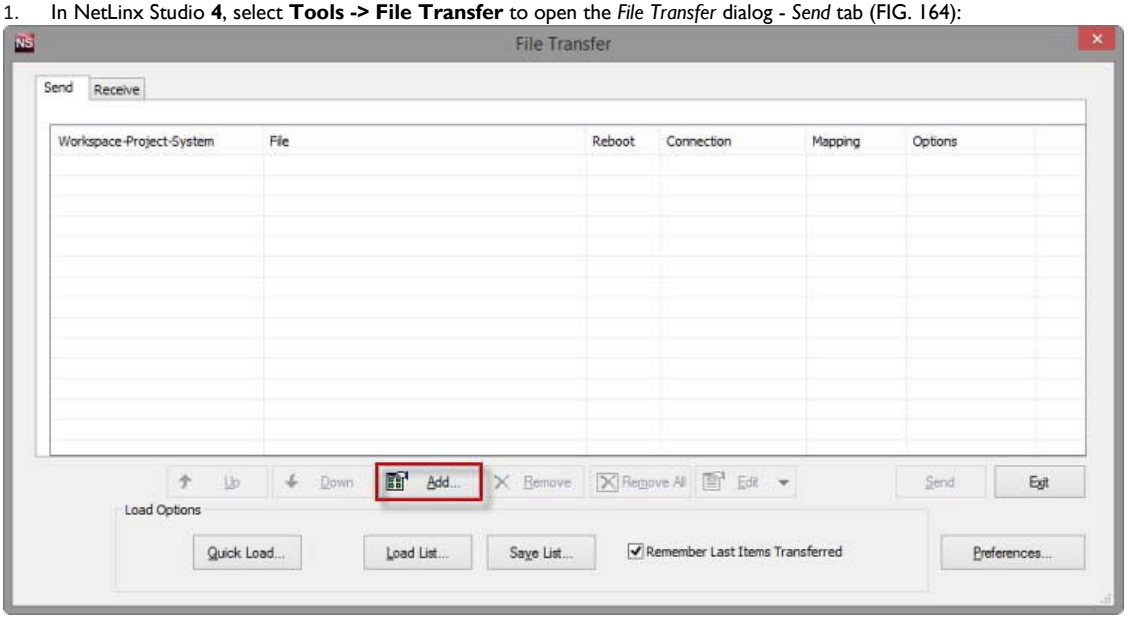

Fig. 164 NetLinx Studio 4 - File Transfer dialog
1. In NetLinx Studio **4**, select **Tools -> File Transfer** to open the *File Transfer* dialog - *Send* tab (FIG. 164):